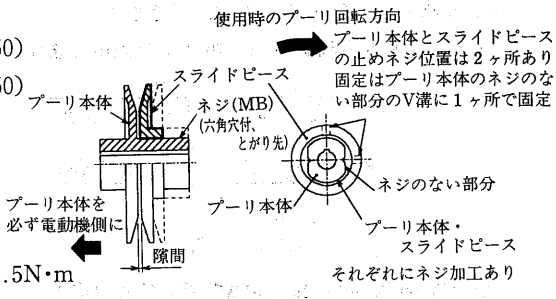

図1
③ 下記の調節方法に従い、可変プーリのPCφを調節します。（図1）